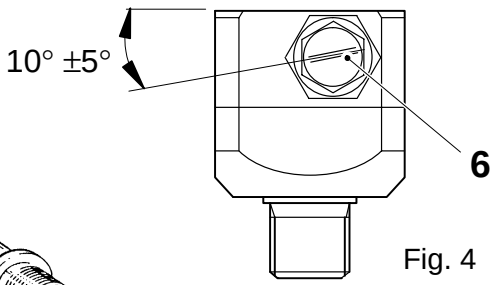

Fig. 4
c) Set the jet direction of the nozzle (5) at 60° ±5° angle and nozzle (6) at 10° ±5° angle to the cover, see fig. 3 and fig. 4.